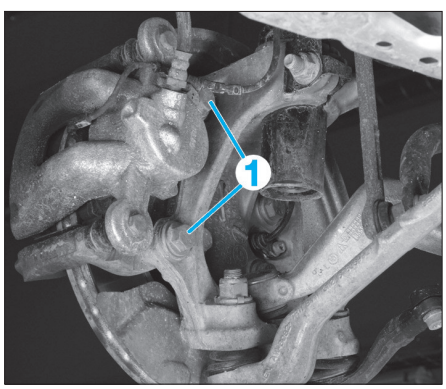

Fig. 7
• Déposer les vis (1) puis le support d'étrier **(Fig.7)**.